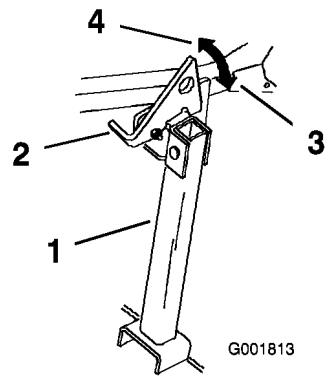

Figur 32
2. Lyft upp spärrhaken i fritt läge (Figur 32).